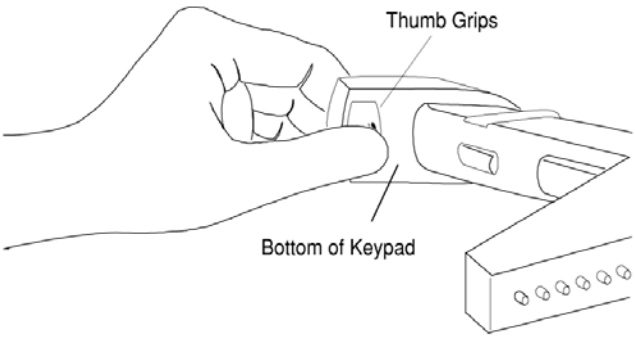

Figure F.2.1a: Removing Battery Case
1. **Remove battery case.** Position your thumb over the thumb grips (*see Figure F.2.1a*) and brace your fingers against the front of the keypad. Apply firm pressure to the panel with the thumb grips to release the latch.